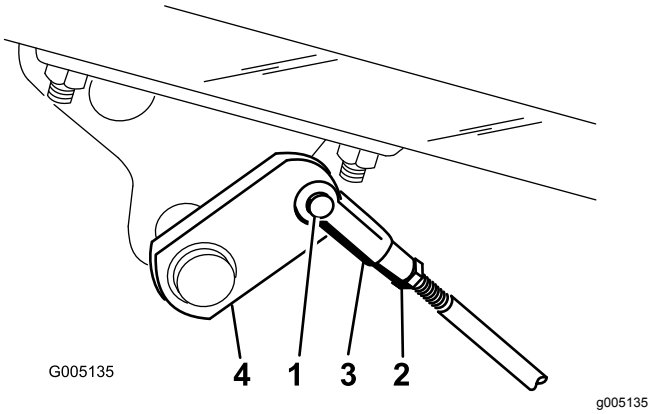

Figur 46
A. Afmonter bremsestængerne ved at fjerne låseclipsen og gaffelbolten (Figur 46).
B. Løsn kontramøtrikken, og juster gaffelstykket tilsvarende (Figur 46).
C. Monter gaffelstykket på bremseakslen (Figur 46).